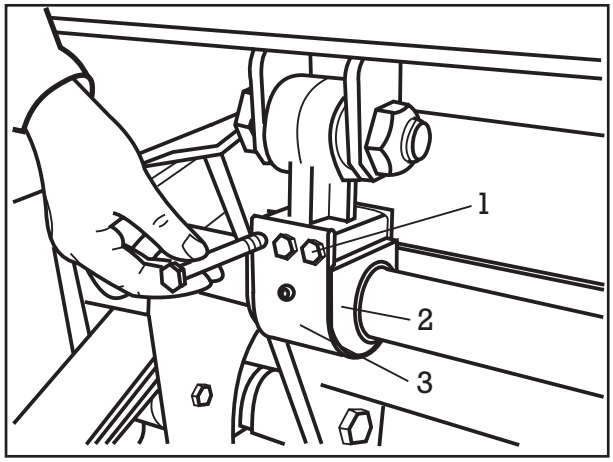

Рис. 6
(10) Проверить полувтулки и уплотнения на износ, при необходимости использовать новые.
(11) Смазать полувтулки специальной долговременной смазкой BPW ECO-Li 91.
(12) Вставить уплотнения в П-образный стабилизатор и держать их (рис. 6).